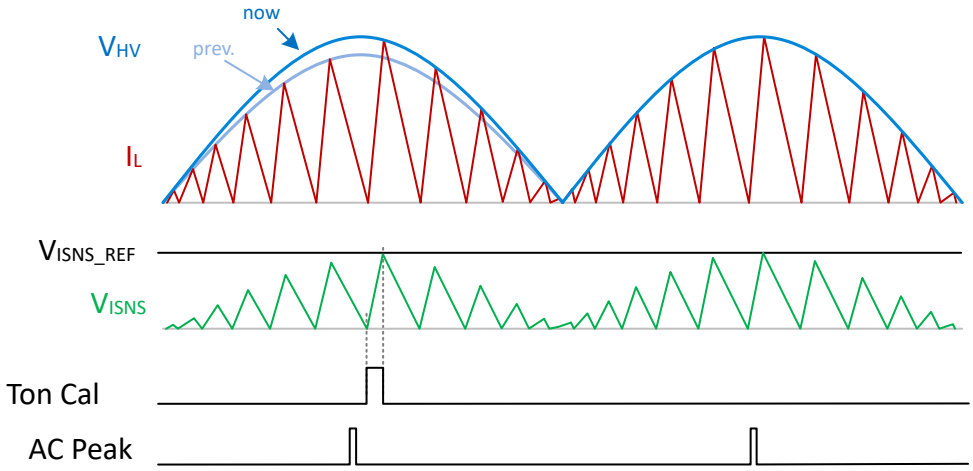

Figure 27.5. T_{ON} Calibration Using AC Peak
- **ACTIVE** - The AC Peak detector logic is used to trigger a calibration near the AC voltage peak on the active channel. This is shown below in Figure 27.5. T_{ON} Calibration Using AC Peak.